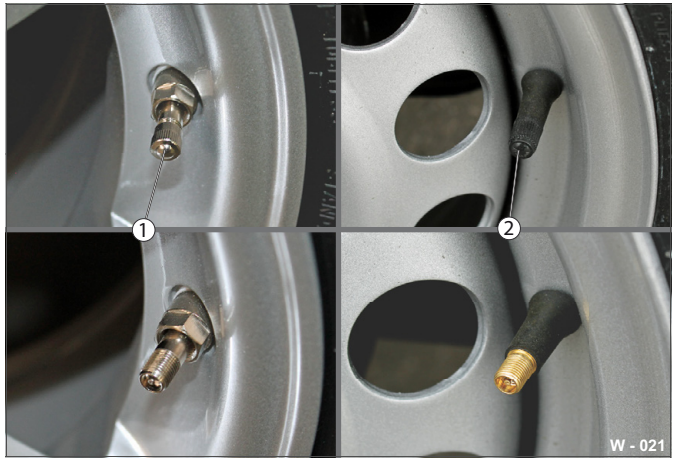

Abb. 25 Kontrola rezervního kola
▶ Pravidelně kontrolujte stav rezervního kola / ventilu (Abb. 25/1; Abb. 25/2).